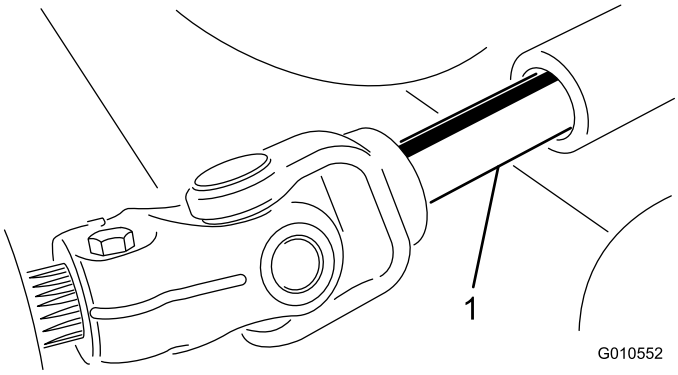

Figuur 3
5. Schakel de motor uit en schuif het maaidek bij de tractie-eenheid vandaan; ontkoppel daarbij het mannelijke en vrouwelijke gedeelte van de aftakas (Figuur 3).